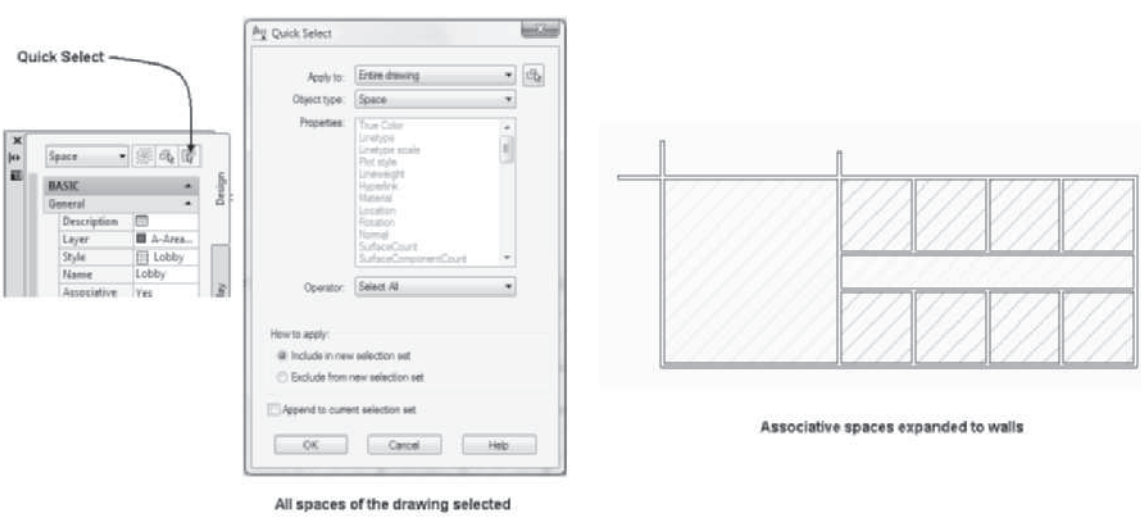

FIGURE 4.30 *Spaces resized to fit walls*
14. Move the cursor over the perimeter of a space to display the rollover highlight of the space, click and verify that a Space object has been selected in the Properties palette, and choose Quick Select in the Design tab of the Properties palette to open the Quick Select dialog box. Edit Apply to = Entire drawing, Object type = Space, Operator = Select All, check Include in new selection set and Append to current selection set. Click Ok to dismiss the dialog box and display the spaces. Right-click and choose **Make Associative** from the shortcut menu. The spaces are adjusted to the wall locations as shown in Figure 4.30.